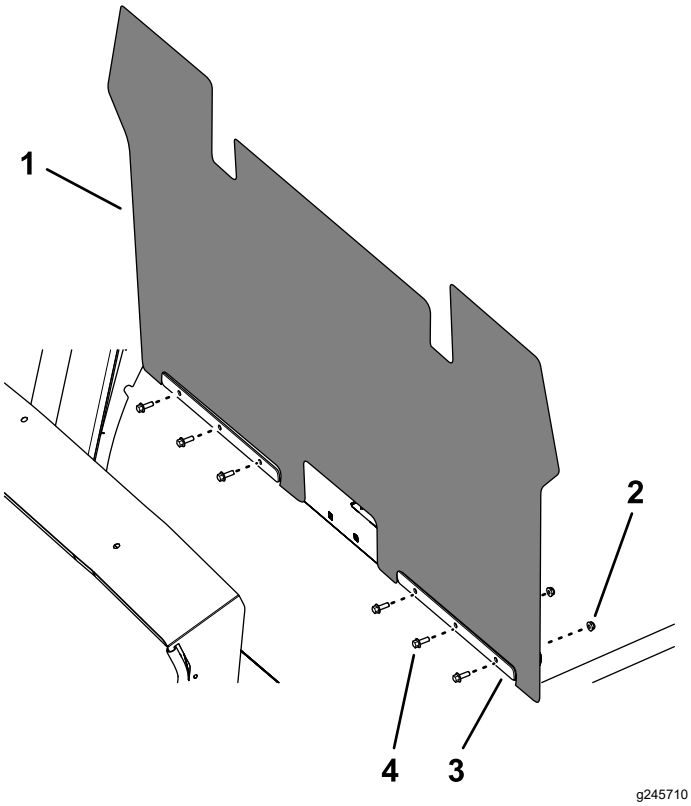

Figur 22
2. Montera den inre stänkskärmen och stänkskärmsremmarna med sex sexkantsflänsskruvar (¼ x ¾ tum) och sex flänsmuttrar (¼ tum) enligt Figur 22.